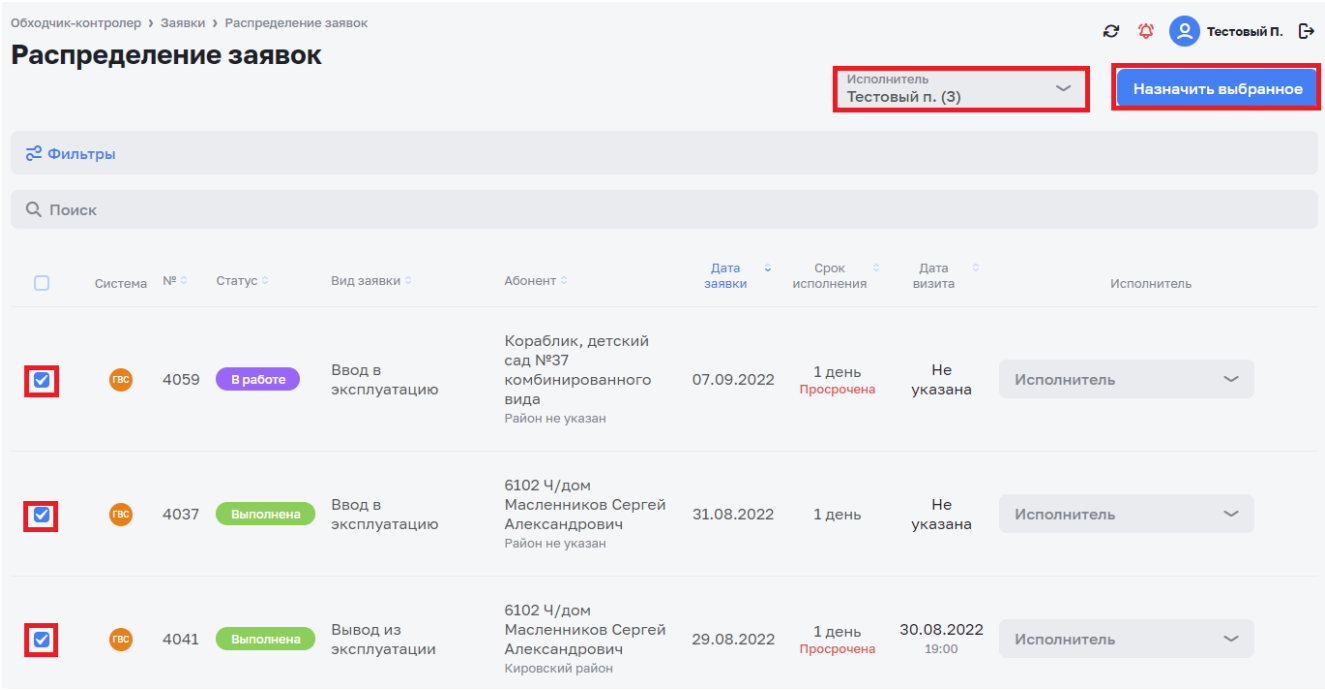

Рисунок 33 – Групповое назначение исполнителя
1. В *групповом* режиме назначения исполнителя необходимо в поле «Исполнитель» выбрать нужного сотрудника, выделить необходимые заявки (либо все заявки) и нажать на кнопку «Назначить выбранное». (см. Рисунок 33).